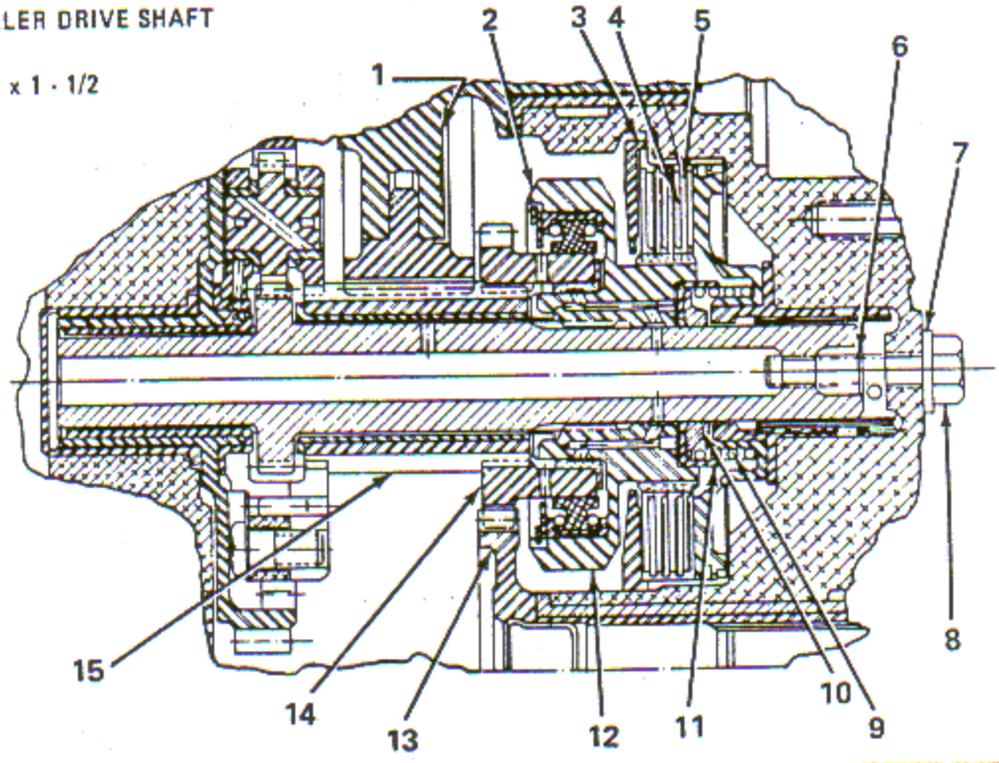

Figure 7-50. Impeller Drive Sprag Clutch
a. Install the sprag clutch discs, plates, housing, spring, spacer and washer in the rear cover. See figure 7-50.